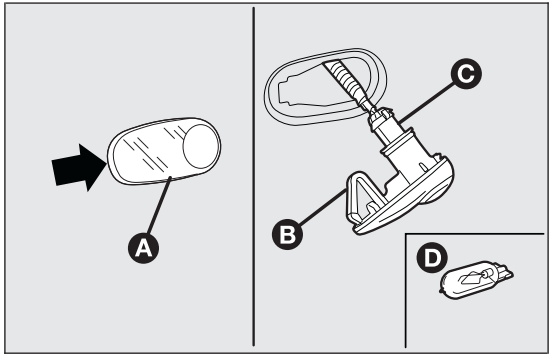

fig. 144 F0Q0709
- ❒ adjust the lens A fig. 144 to compress in the internal catch B, then pull the cluster outwards;